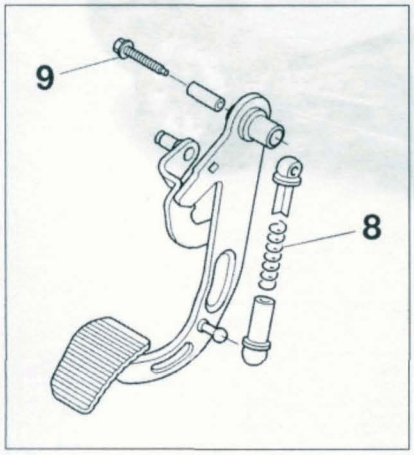

FIGURE 7-10
- l'ensemble ressort d'assistance d'embrayage (8) **(figure 7-10)**.
- la vis (9).